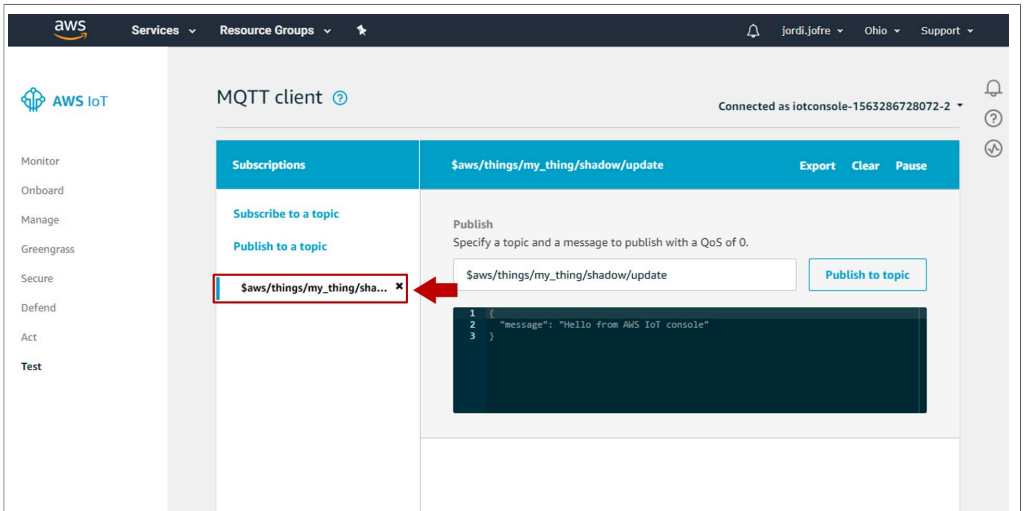

Figure 46. Check MQTT topic subscription
2. The MQTT topic you subscribed will now appear in the ***Subscriptions*** section as shown in Figure 46: